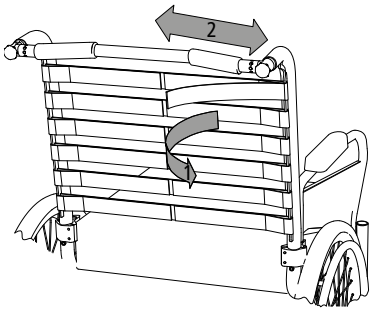

fig. 23
1. Pour régler la tension du dossier, retirer la toile du dossier et desserrer la bande autoagrippante des sangles (1, fig. 23).
2. Fixer alors les sangles à l'aide du velcro dans la position souhaitée (2, fig. 23). Débuter par la sangle du bas pour faire le réglage. Pour finir, rabattre à nouveau la toile par dessus.